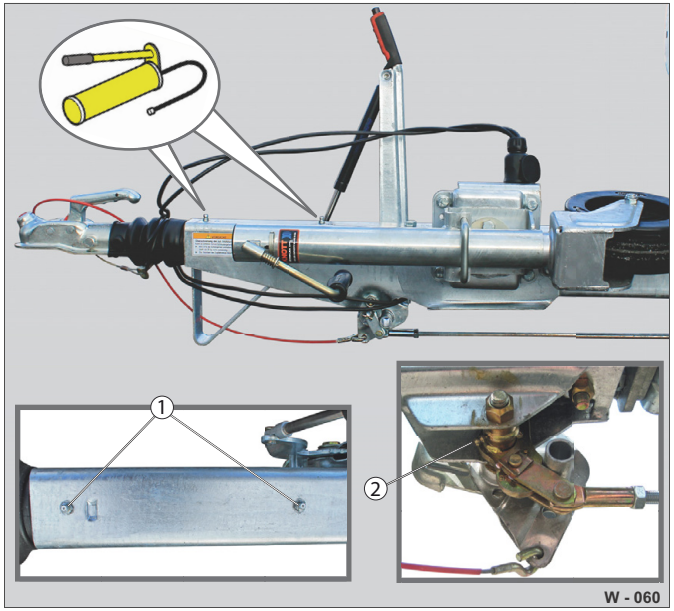

Abb. 49 Nájezdové zařízení: Mazací místa
- ▶ Namažte nájezdové zařízení pomocí mazacího lisu na horních maznicích (Abb. 49/1).
- ▶ Namažte vychylovací zařízení na maznici (Abb. 49/2) a naolejujte ložiska.